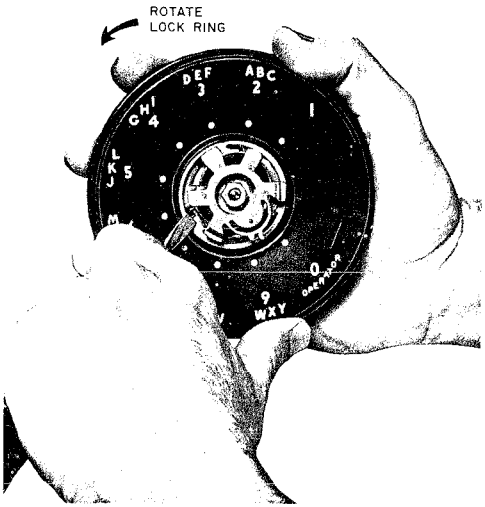

Fig. 7 — Lock Ring Removal
(4) Rotate lock ring as shown in Fig. 7 until it is free.